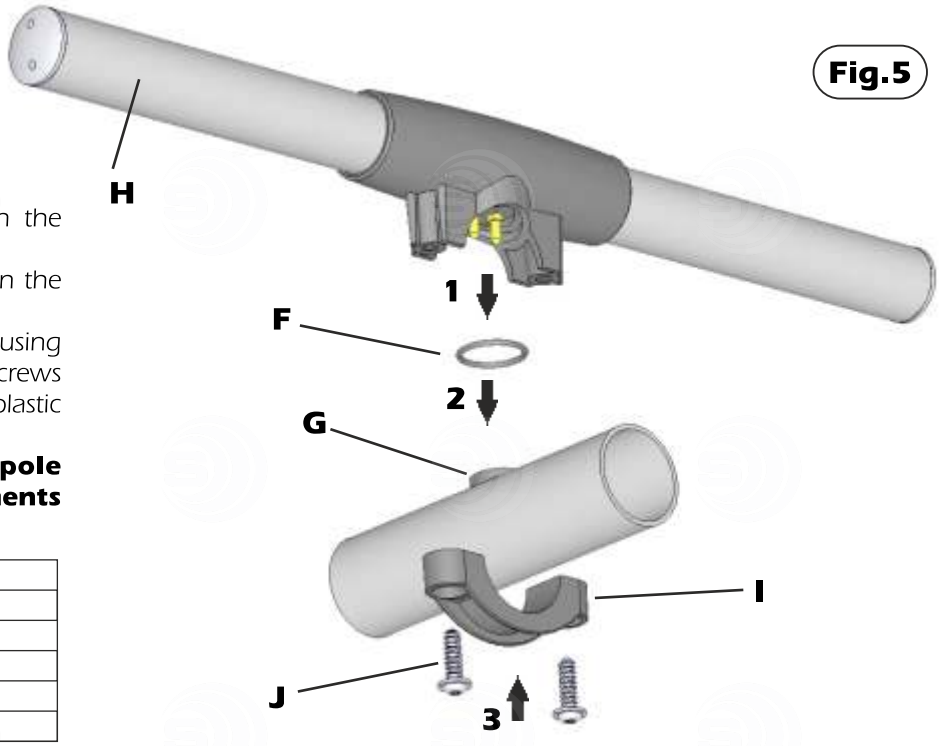

Fig.5
1) Place the O-ring gasket **F** on the dipole connector **G**. (See **Fig.5**)